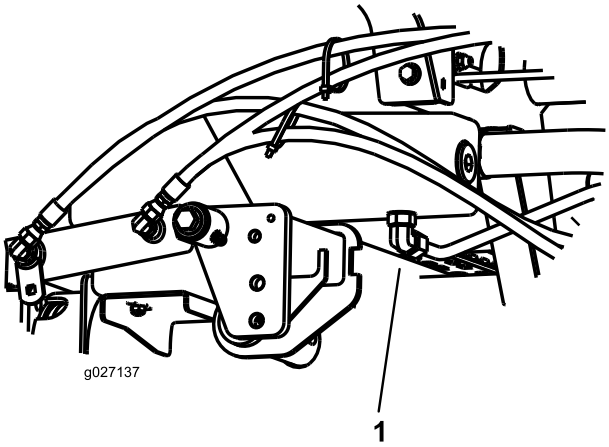

Figur 73
2. Ställ ett stort avtappningskärl under fästet som sitter på hydraultankens undersida (Figur 73).